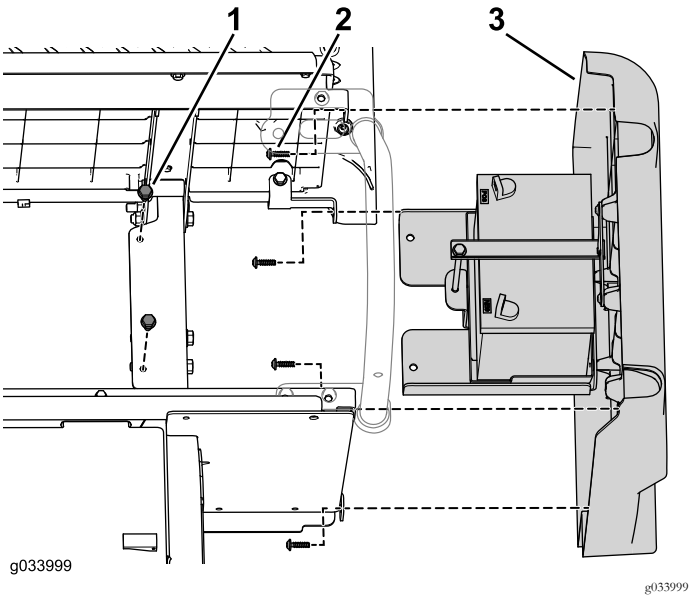

Figura 45
3. Utilice las fijaciones que se retiraron anteriormente para instalar el conjunto de panel derecho original a los paneles de la base del asiento trasero (Figura 45).